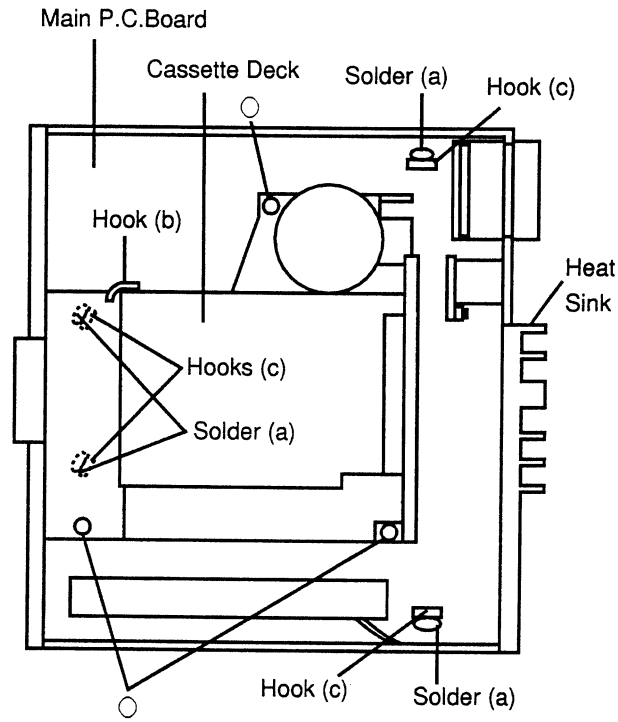

Figure 2
(1) After removal of Front Escutcheon, remove three screws marked "○" and the Hook (b) as shown in Figure 2.
(2) Disconnect one Connector from the Cassette Deck.